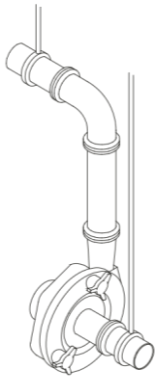

Figura 1
- Garantir o suporte e alinhamento adequados da tubulação tanto na entrada de sucção quanto na saída de descarga pode ajudar a evitar danos sérios ao corpo da bomba (*Figura 1*).